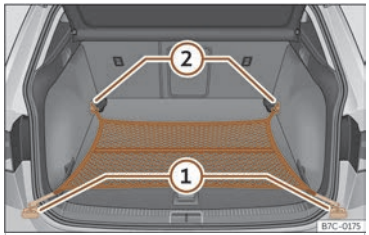

Fig. 170 En el maletero: bolsa de red enganchada a ras del suelo.
- Fije los ganchos de la red en las argollas de amarre ››› fig. 170 ① y ② ››› ⚠. La cremallera de la bolsa tiene que quedar hacia arriba.